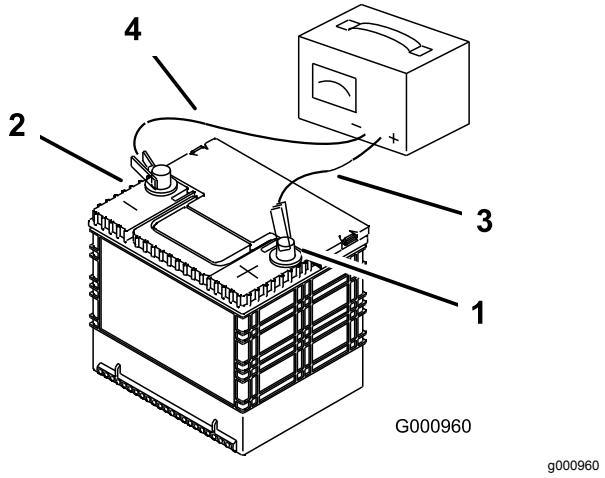

Рисунок 52
3. После полной зарядки аккумулятора отсоедините зарядное устройство от электророзетки и штырей аккумулятора (Рисунок 52).